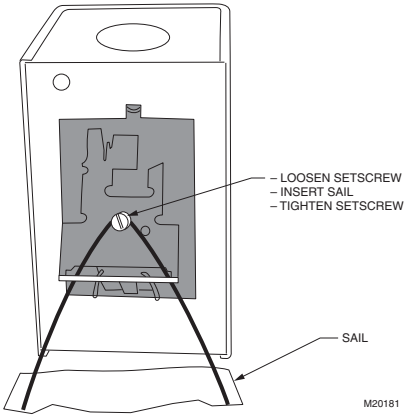

**Fig. 10. Attaching sail to switch.**
4. Attach the sail to the switch as shown in Fig 10.